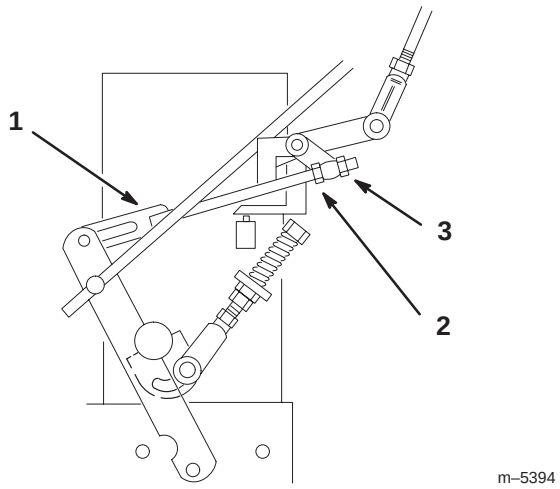

Figure 51
8. Loosen the front nut on left hydro control linkage as shown in figure 51.
9. Turn the left rear adjusting nut counter–clockwise until wheel rotates forward (Fig. 51).
10. Turn the rear adjusting nut clockwise 1/4 of a turn at a time. Then move the speed control lever forward and back to neutral. Repeat this until left wheel stops rotating forward (Fig. 51).